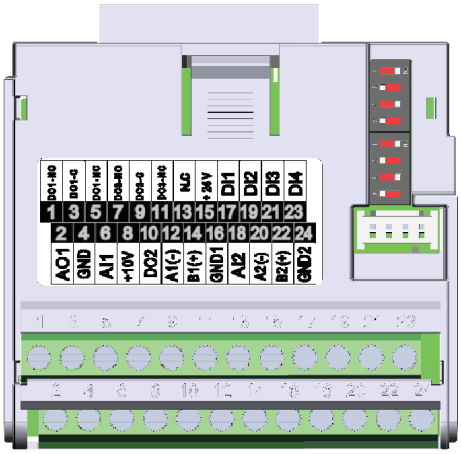

Figura 20.4: Módulo Plug-in CFW500-CRS485
El módulo plug-in CFW500-CRS485 tiene la interfaz Serial (1) a través de la puerta RS-485 en los bornes 12 (A1-) y 14 (B1+), así como la interfaz Serial (2) también a través de otra puerta RS-485 en los bornes 20 (A2+) y 22 (B2+), vea la Figura 20.4 en la página 20-1. Vea también, el GND1 en el terminal 16 y GND2 en el terminal 24 están aislados uno del otro y del GND en el terminal 4.